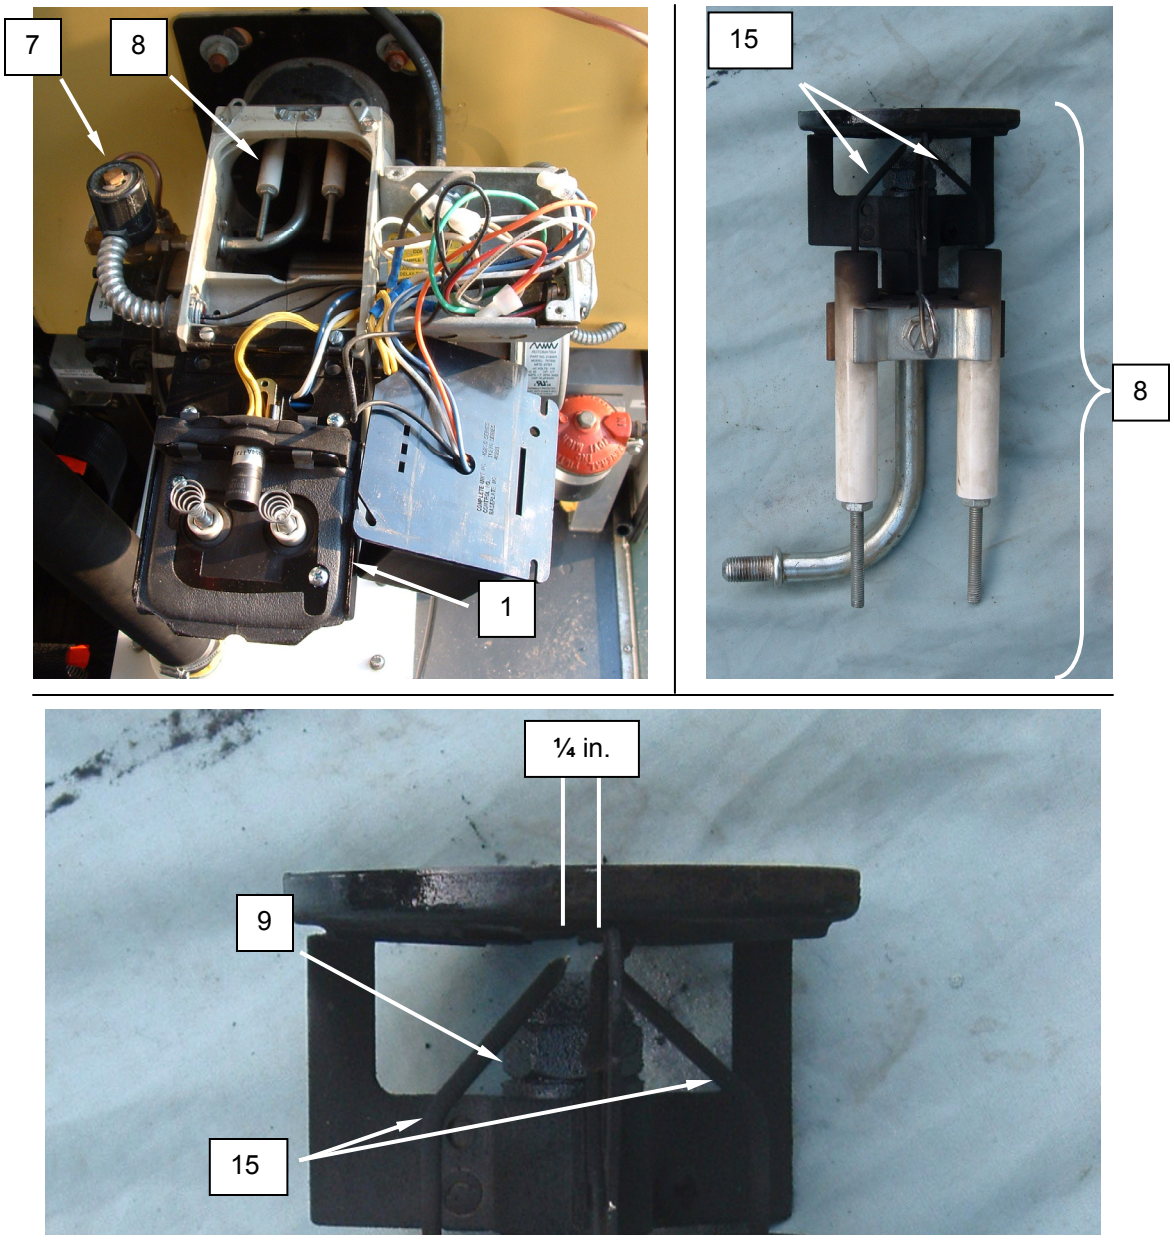

Figure 8. Replace the Burner Electrodes.
2. Remove screws retaining transformer **(Figure 8, Item 6)**, and swing transformer up and out of the way.
3. Loosen compression nut retaining the fuel solenoid **(Figure 8, Item 7)** to the nozzle assembly **(Figure 8, Item 8)**.
4. Remove the locknut retaining the nozzle assembly **(Figure 8, Item 8)** and remove the nozzle assembly.
5. Loosen the screws retaining the electrodes **(Figure 8, Item 15)** to the nozzle assembly **(Figure 8, Item 8)** and remove the electrodes.
6. Install the replacement electrodes **(Figure 8, Item 15)** onto the nozzle assembly **(Figure 8, Item 8)** and retain in place with screws. Do not tighten.
7. Position the electrodes **(Figure 8, Item 15)** approximately ¼ inch apart, just above the nozzle **(Figure 8, Item 9)**.
8. Tighten the screws retaining the electrodes **(Figure 8, Item 15)**.
9. Install the nozzle assembly **(Figure 8, Item 8)** into the burner, and retain with locknut.
10. Connect the fuel solenoid **(Figure 8, Item 7)** to the nozzle assembly **(Figure 8, Item 8)**, and tighten compression nut.
11. Swing transformer **(Figure 8, Item 6)** back into place and retain with screws.